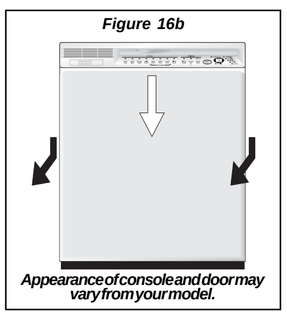

Figure 16b
3. Place one hand on each side of door and pull down at top approximately 1/4". Pull entire door assembly toward you to remove. **See Figure 16b.**